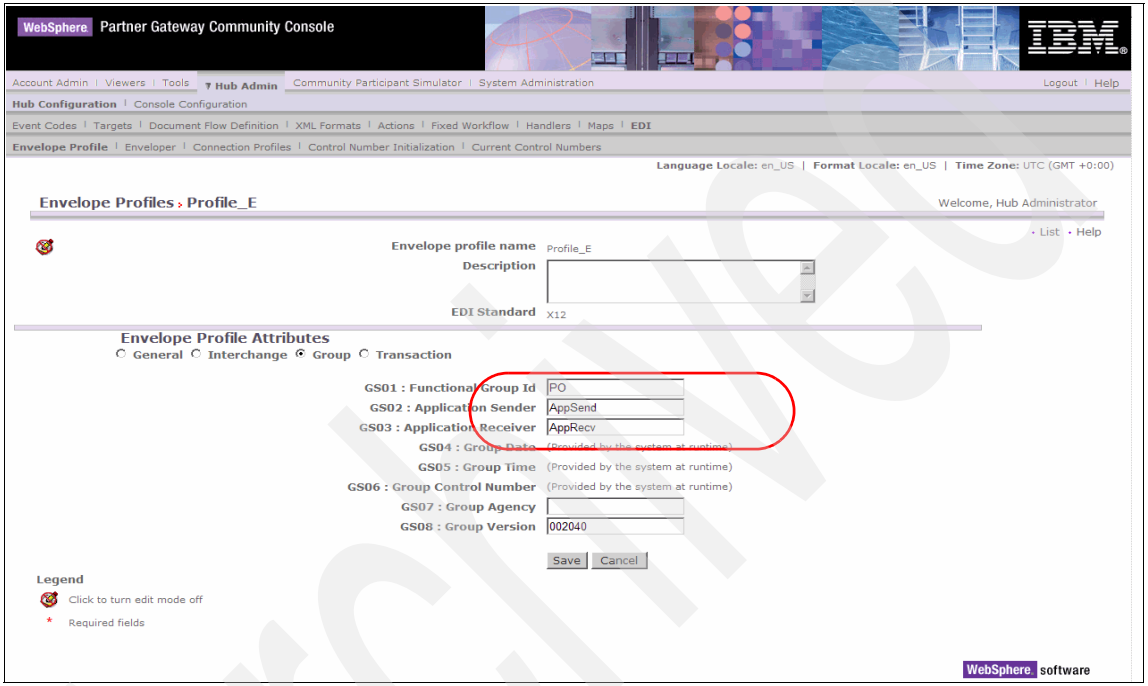

Figure 19-24 Group level attributes for the envelope profile Profile_E
a. Because the outgoing EDI transaction is a purchase order, select the GS01-functional Group ID as `PO` (see Figure 19-24 on page 655).
b. Fill in the values AppSend, AppRecv for Application Sender ID, Application Receiver ID which are `GS02` and `GS03` respectively (Figure 19-24 on page 655).